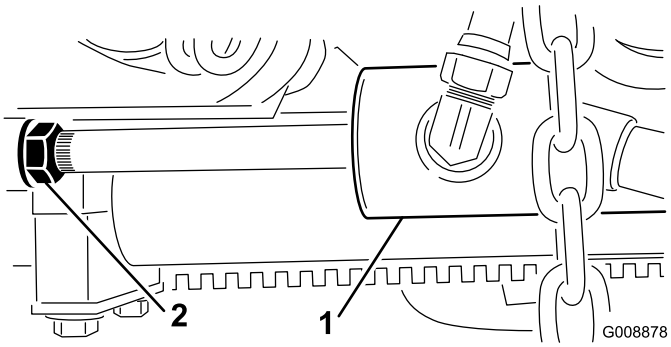

Figuur 12
B. Draai de contramoer op de cilinder los (Figuur 12).